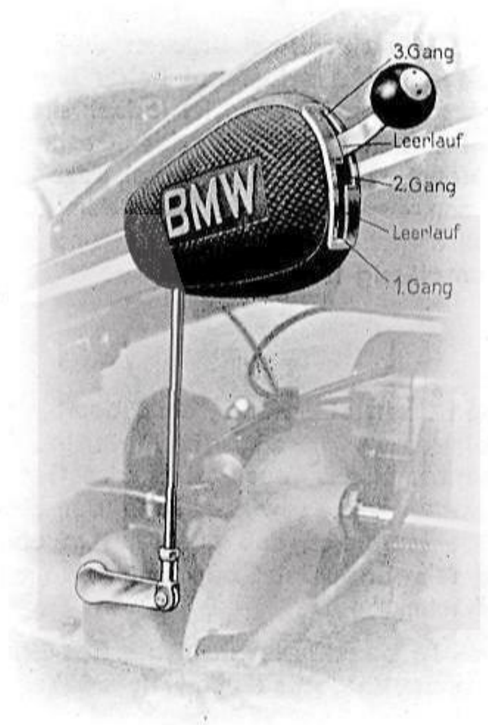

Abb. 39
c) Getriebe-Schalthebel: Das Schalten des Getriebes erfordert für den Anfänger einige Übung, die er jedoch schon nach kurzer Zeit erlangt. Es ist zu beachten, daß man beim Schalten vom 1. auf den 2. und vom 2. auf den 3. Gang auskuppeln und Gas wegnehmen soll. Um vom 3. auf den 2. bzw. vom 2. auf den 1. Gang geräuschlos zu schalten, ist wie beim Autofahren „Zwischengas" zu geben bzw. „zwischenzukuppeln". Hierbei soll man z. B. beim Schalten vom 3. auf den 2. Gang in der dazwischenliegenden Leerlaufstellung des Schalthebels (Abb. 39) kurz einkuppeln unter gleichzeitigem Gasgeben bzw. Gasbelassen und dann erst, wenn durch das kurze Einkuppeln und Gasgeben bzw. Gasbelassen die Kupplungsscheibe und damit die Getriebehauptwelle mit den in diese eingefrästen Keilnuten annähernd die gleiche Drehzahl haben, wie das mit Innennuten versehene Schieberad auf der Hauptwelle, das mit dem Schieberad auf der Keilwelle in dauerndem Eingriff ist und sich mit diesem gemeinsam verschiebt, nach nochmaligem Kupplungsziehen in den 2. Gang schalten.
Hierauf stelle man den Zündungsdrehgriff auf Spätzündung, um Rückschläge zu vermeiden, vergewissere sich, daß der Schalthebel auf Leerlauf (Stellung zwischen 1. und 2. Gang, Abb. 39) steht, und trete dann kurz und möglichst kräftig den Kickstarter nach unten durch. Nachdem der Motor hierdurch in Gang gesetzt ist und etwas warm gelaufen ist, schließe man bei der R 11-Einvergaser-Maschine die Anlaßvorrichtung durch Weiterdrehen des Anlaßkolbens, bis dieser zurückschnappt, bzw.